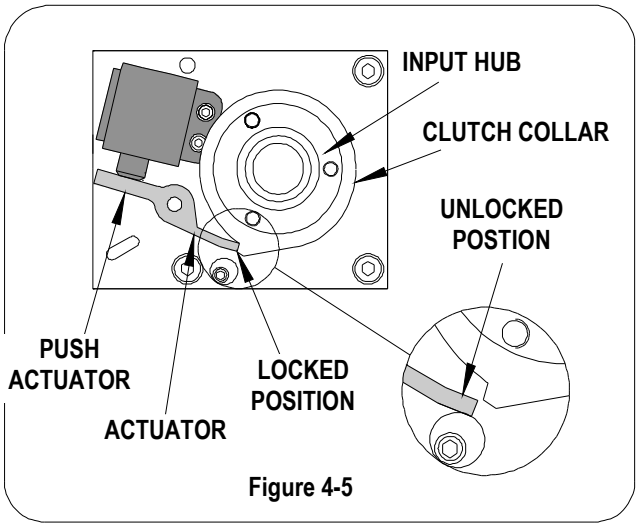

Figure 4-5
3. Insert the 10mm hex wench into Flywheel Bearing Retainer Screw. Hold the wrench firmly and release the clutch control collar by lifting up the actuator. See Figure 4-5. The crankshaft, input hub/flywheel, and black spring housing are now free to rotate.
5. Now observe the relationship of the control collar to the actuator (See Figure 4-5), if the control collar is butted up against the actuator, no adjustment is required.